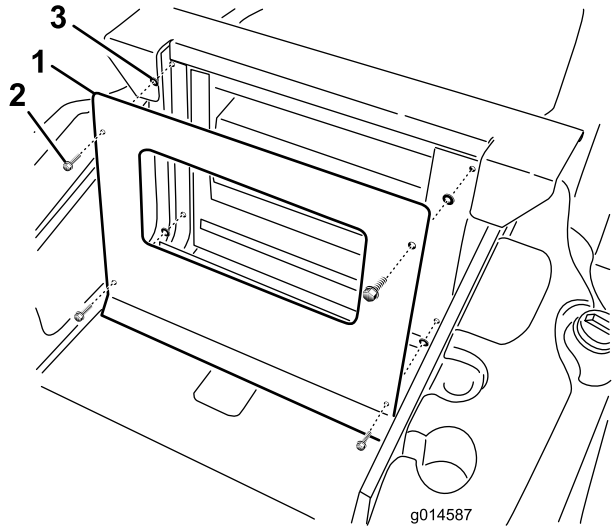

Figur 8
1. Fjern boltene (4), der fastgør brandvæggen på stellet (Figur 8).